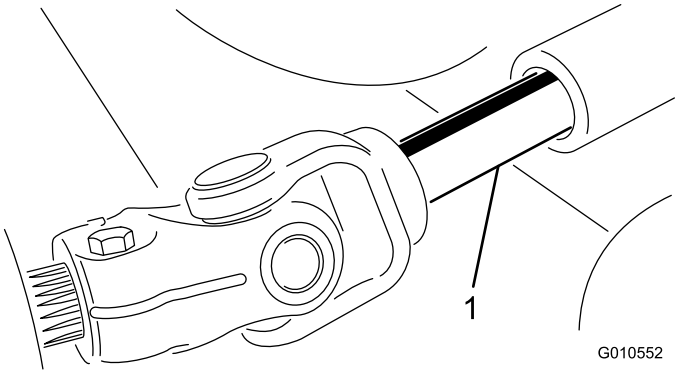

Figur 20
5. Rull klippeenheten bort fra trekkenheten, ta innstikksenden ut av hullet på kraftuttaksakselen (Figur 20).
3. Skyv innstikksenden inn i hullet på kraftuttaksakselen (Figur 20).